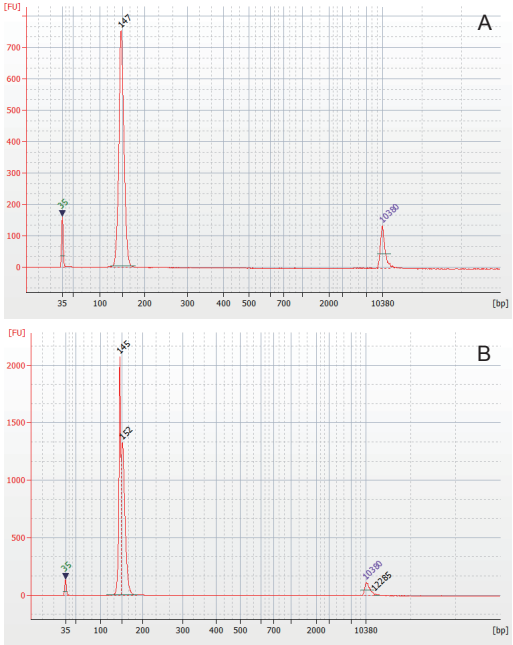

图3：A图为1 μg小鼠肝脏总RNA起始的small RNA文库PAGE胶纯化后对应的2100图；B图为1 μg小鼠肾脏总RNA起始的small RNA文库PAGE胶纯化后对应的2100图。
16. 2100检测分选纯化的文库：取1 μl分选纯化的产物用Agilent High Sensitivity DNA Chip分析，良好的文库应该如图3所示，对应的miRNA文库条带在147-149 bp处。